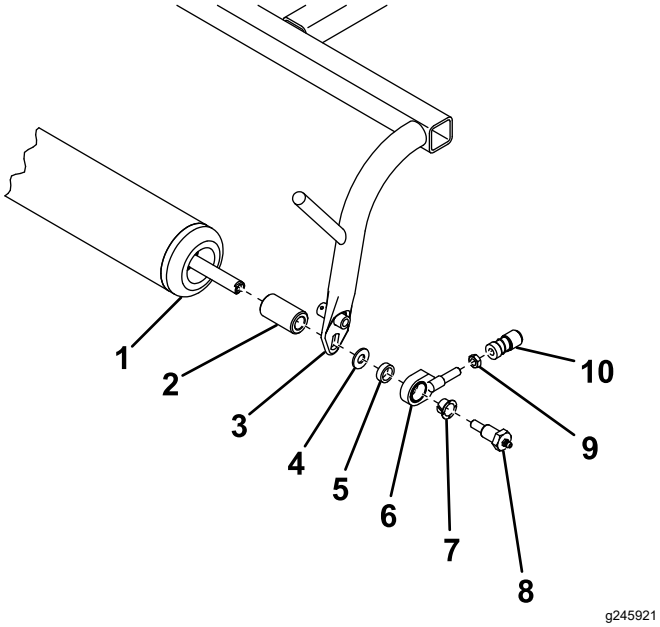

Figuur 4
6. Schuif een frame-afstandsstuk op de uiteinden van de rol (Figuur 4).
7. Bevestig de rol op het trekframe zoals wordt getoond in Figuur 4.
8. Schroef een contramoer en de kogelverbindinghouder die u eerder verwijderd hebt op het trekframe (Figuur 4). Draai de contramoer nu nog niet vast.